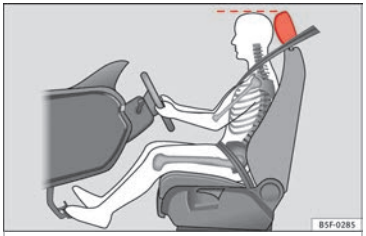

Fig. 78 Correct head restraint position for the driver.
– Adjust the head restraint so that its upper edge is at the same level as the top of your head, or as close as possible to the same level as the top of your head ››› Fig. 78.